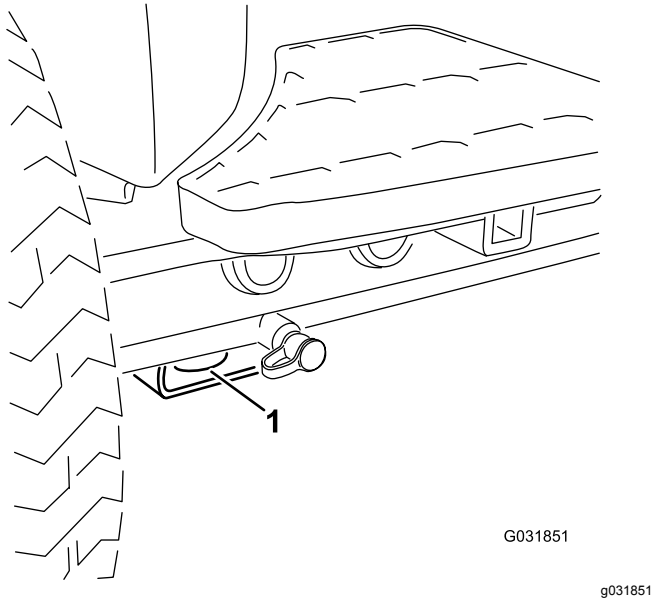

Figur 72
- For – hullet i den rektangulære plade, under akselrøret, indvendigt i forhold til hvert fordæk (Figur 72)